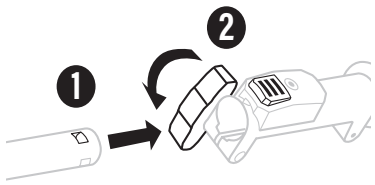

Fig. 5B
3. Align the installation hole on the attachment shaft with the arrow on the powerhead shaft and push the attachment shaft into the powerhead shaft until you hear a “click” sound, which means that the attachment shaft is mounted into place. (Fig. 5B, 1)
5. Tighten the wing knob firmly. (Fig. 5B, 2)